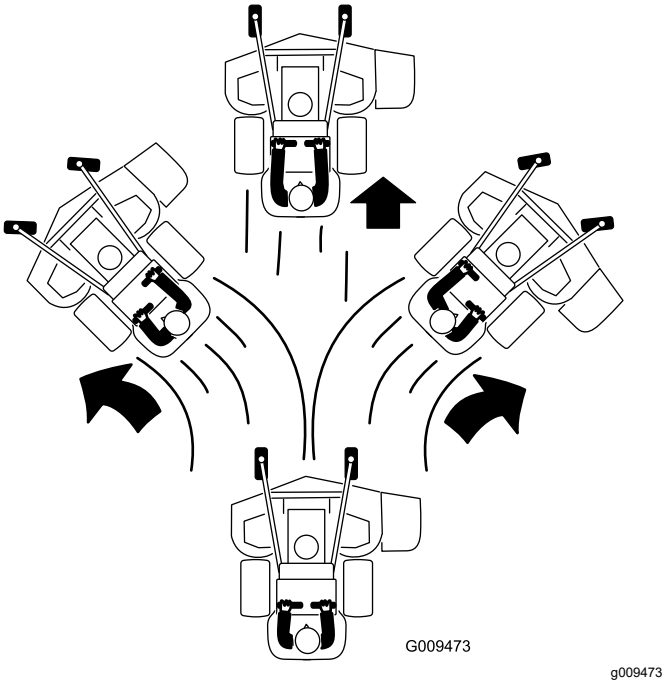

Figure 20
3. Poussez les leviers de commande de déplacement lentement en avant (Figure 20).